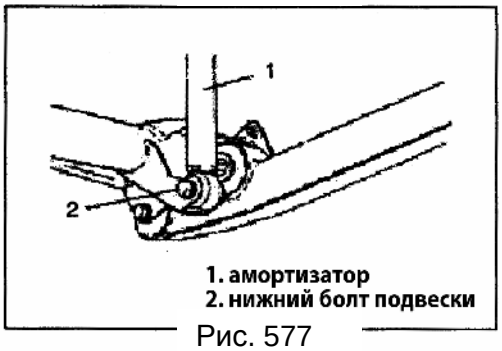

Рис. 577
9) Снимите нижний болт амортизатора (Рис. 577)